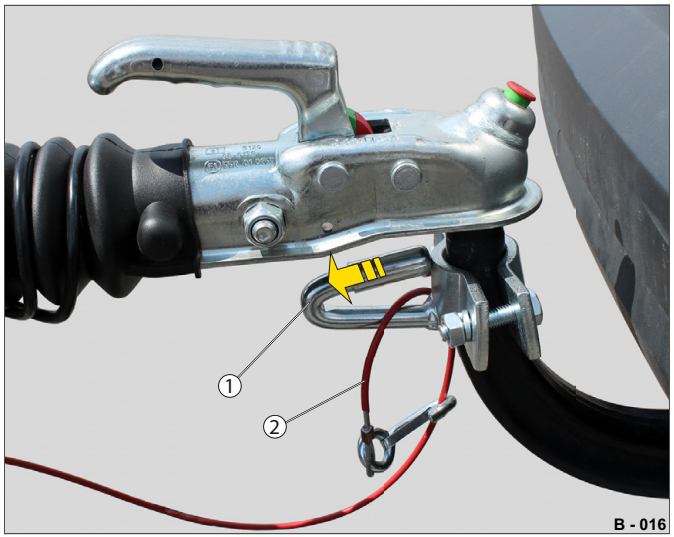

Abb. 14 Připevnění odtrhového lanka
▶ Zatáhněte za uzávěr (Abb. 14/1) upínacího zařízení a současně vložte odtrhové lanko (Abb. 14/2) jako smyčku.